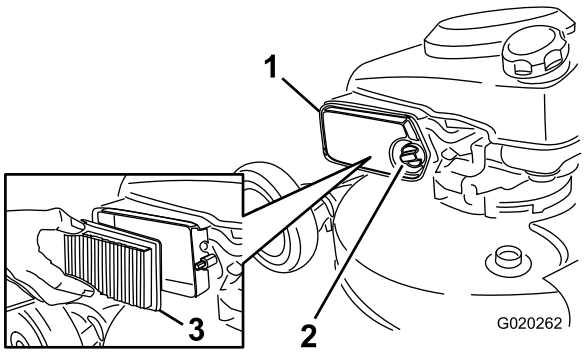

Figur 38
1. Skru skruen af og åbn dækslet (Figur 38).
2. Udskift luftfilterindsatsen (Figur 38).